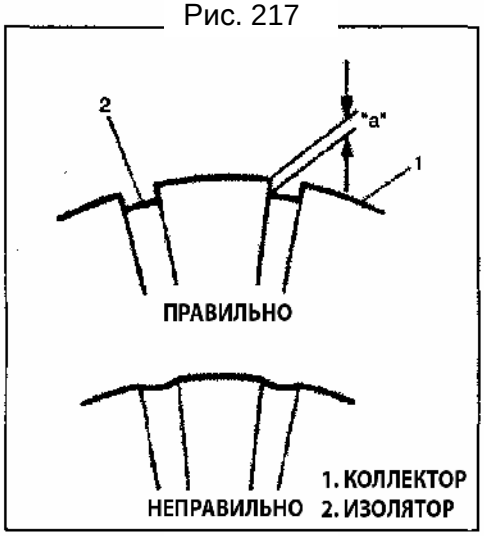

Рис. 218
• Проверьте глубину изолятора коллектора. Если глубина меньше требуемого значения, отремонтируйте или замените ротор (Рис. 218).